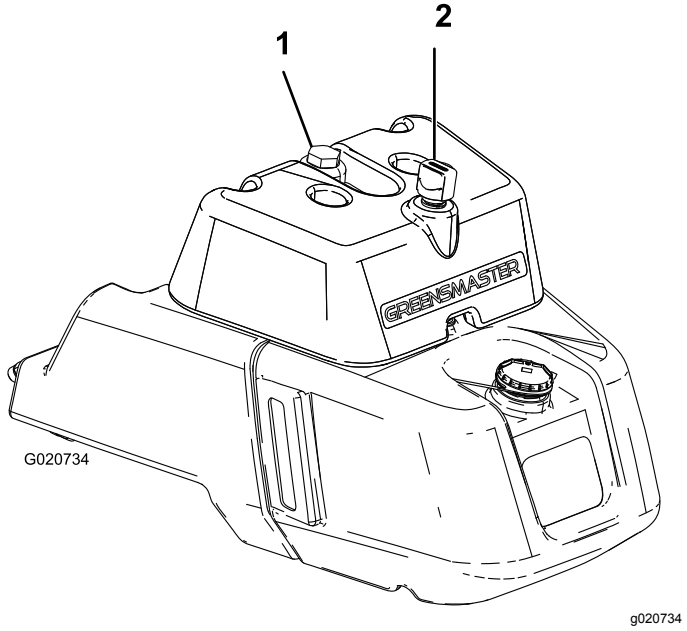

Figur 35
- Hvis tanken har et seglass, sjekker du oljenivået der (Figur 35) og fortsetter til trinn 5.